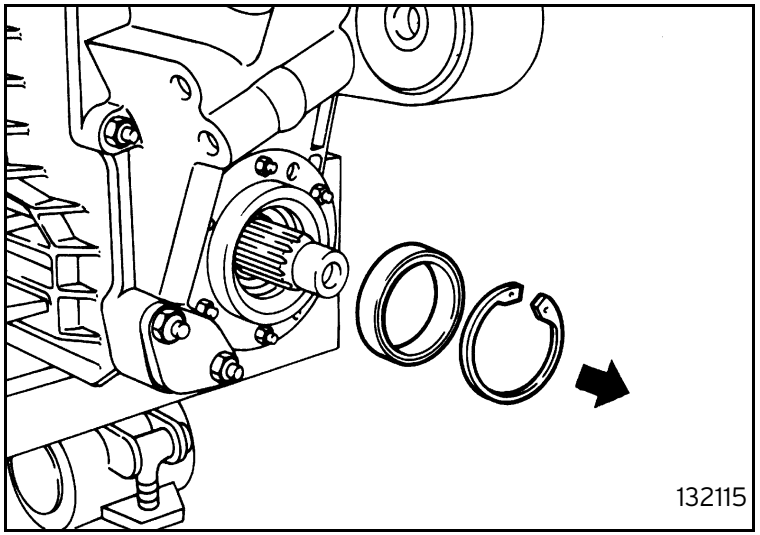

Fig. 15
- remove the circlip and the oil seal ring (figure 15);